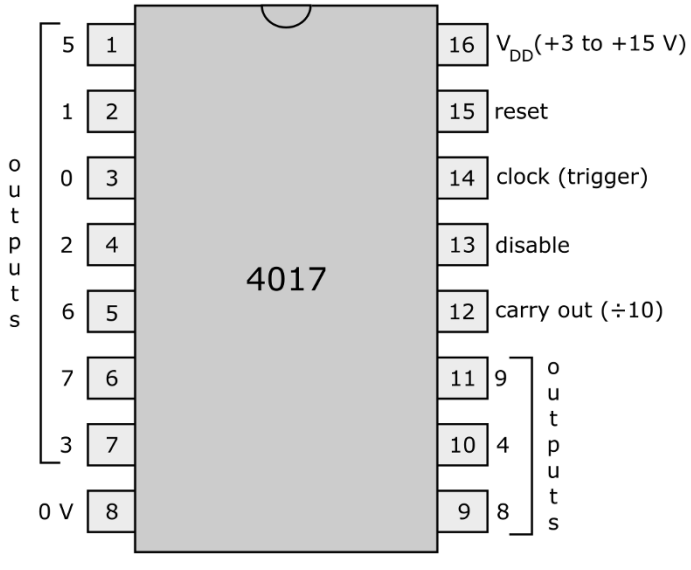

Figura 11-21: Distribución de pines del contador de décadas CMOS 4017.
El contador de décadas CMOS 4017 que se muestra en la Figura 11-21 es un circuito integrado (CI) de 16 pines que cuenta de 0 a 9 cuando se activa. Los pines 1 a 7 y 9 a 11 van de bajo a alto.